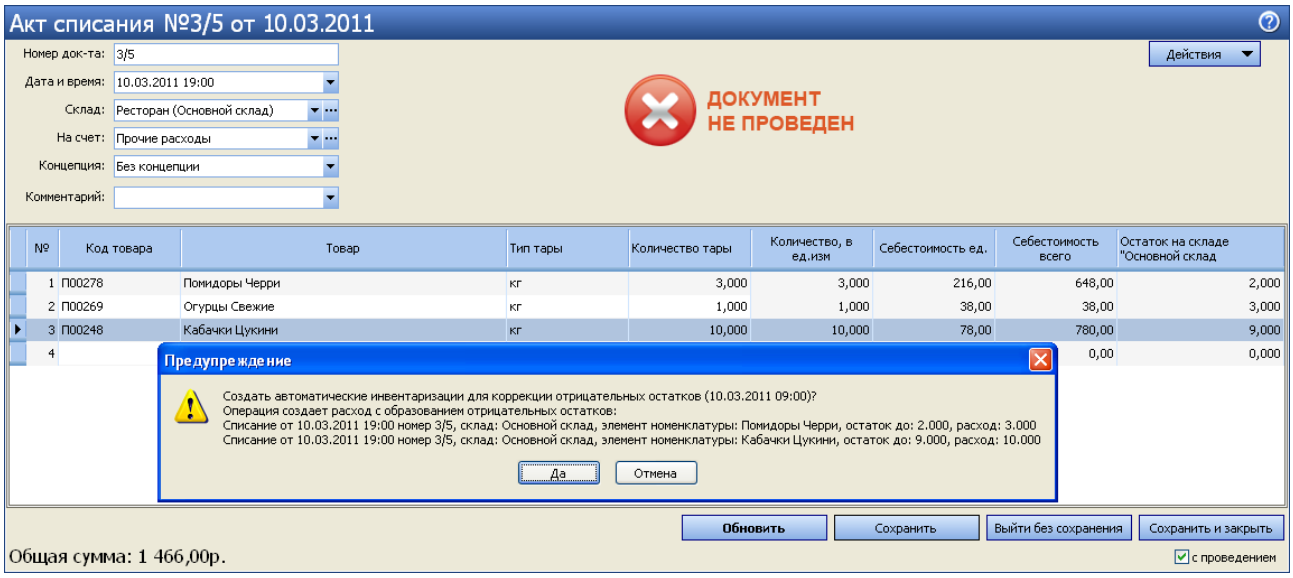

Рисунок 203 Акт списания с образованием отрицательных остатков
4. После заполнения документа нажмите кнопку **Сохранить и закрыть** (или **Сохранить**), а затем кнопку **Да** (см. Рисунок 203).